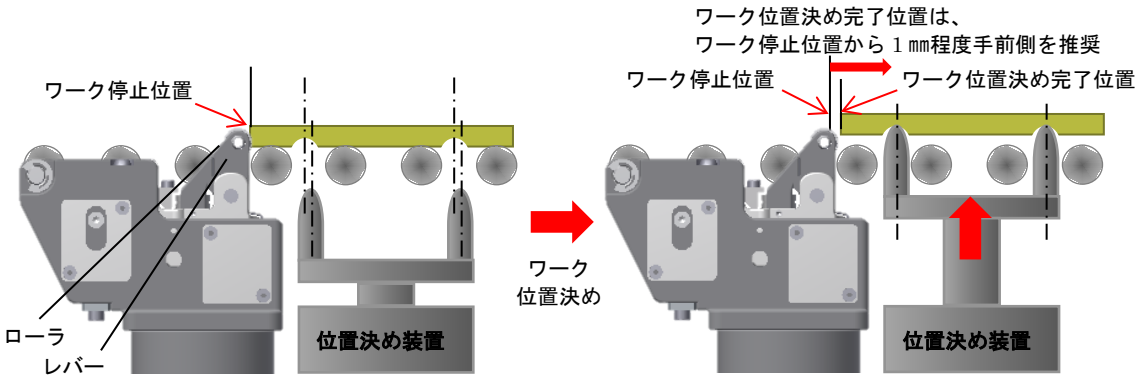
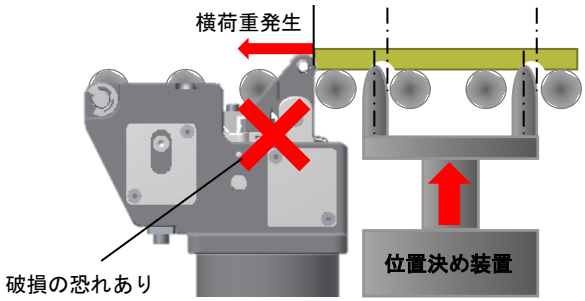

図 2.4　ワーク位置決め
図 2.5　ストッパへ横荷重が発生している状態
- ワークを位置決めする際は、図 2.4 のようにワーク停止位置の 1 ㎜程度手前側でワークの位置決めが完了するように本製品または位置決め装置を設置してください。図 2.5 のようにワーク停止後の本製品へ横荷重がかかると本製品の破損の原因になります